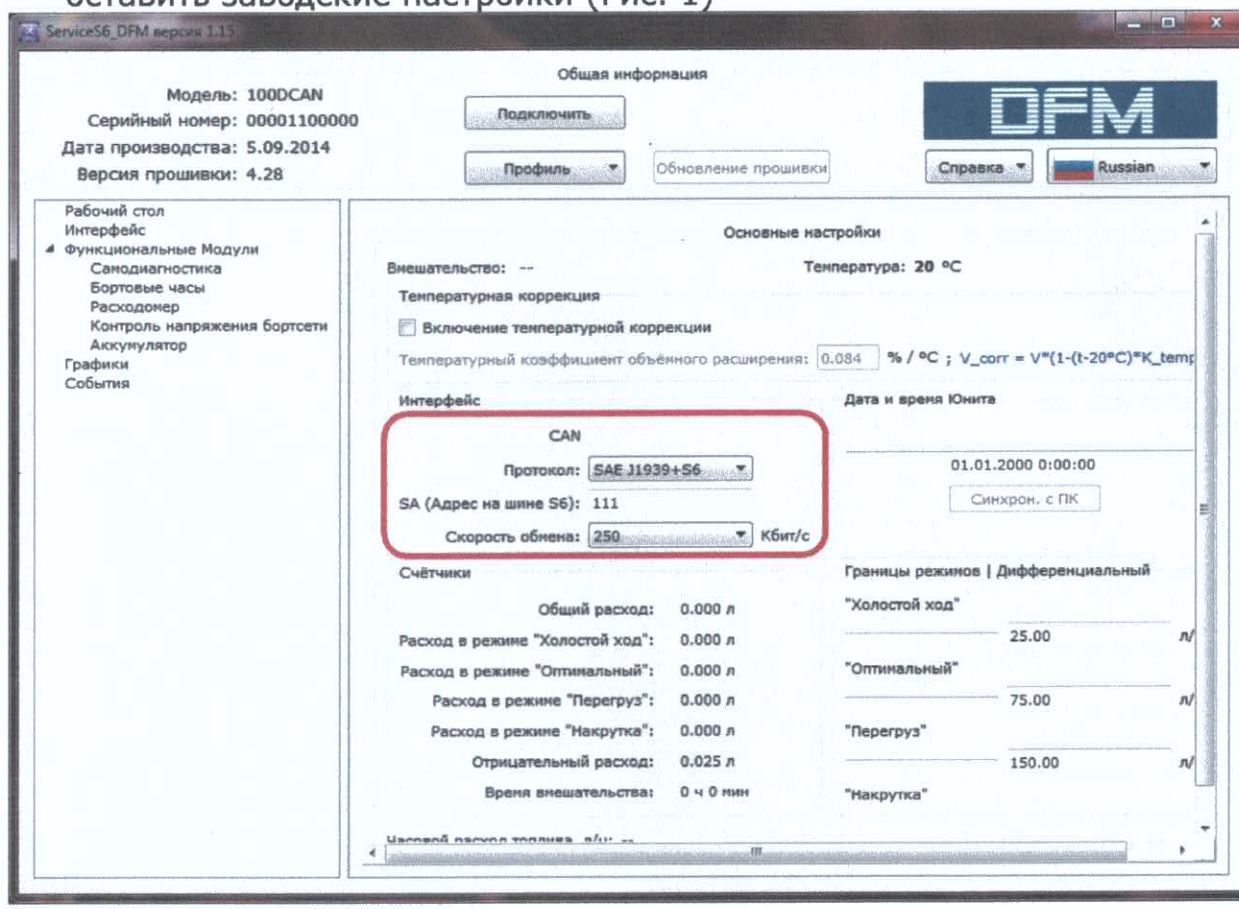

Рисунок 1
3.1. Настройка DFM CAN в сервисной программе ServiceS6 DFM v.1.15 оставить заводские настройки (Рис. 1)